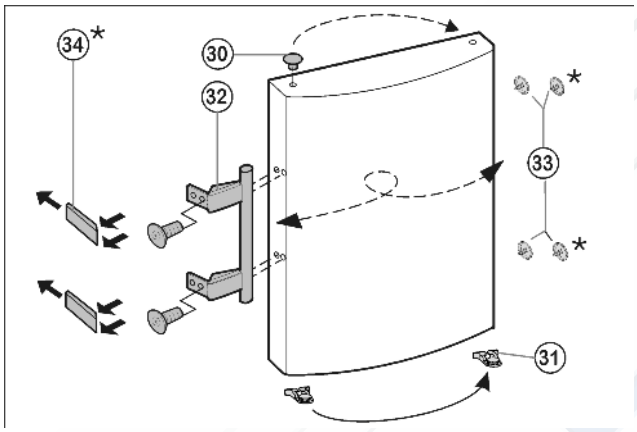

Fig. 7
- ▶ Извлеките пробку *Fig. 7 (33)* из опорной втулки дверцы и переставьте.
- ▶ Снимите и переставьте на противоположную сторону дверную ручку *Fig. 7 (32)*, пробку *Fig. 7 (33)* и прижимные пластины* *Fig. 7 (34)*.